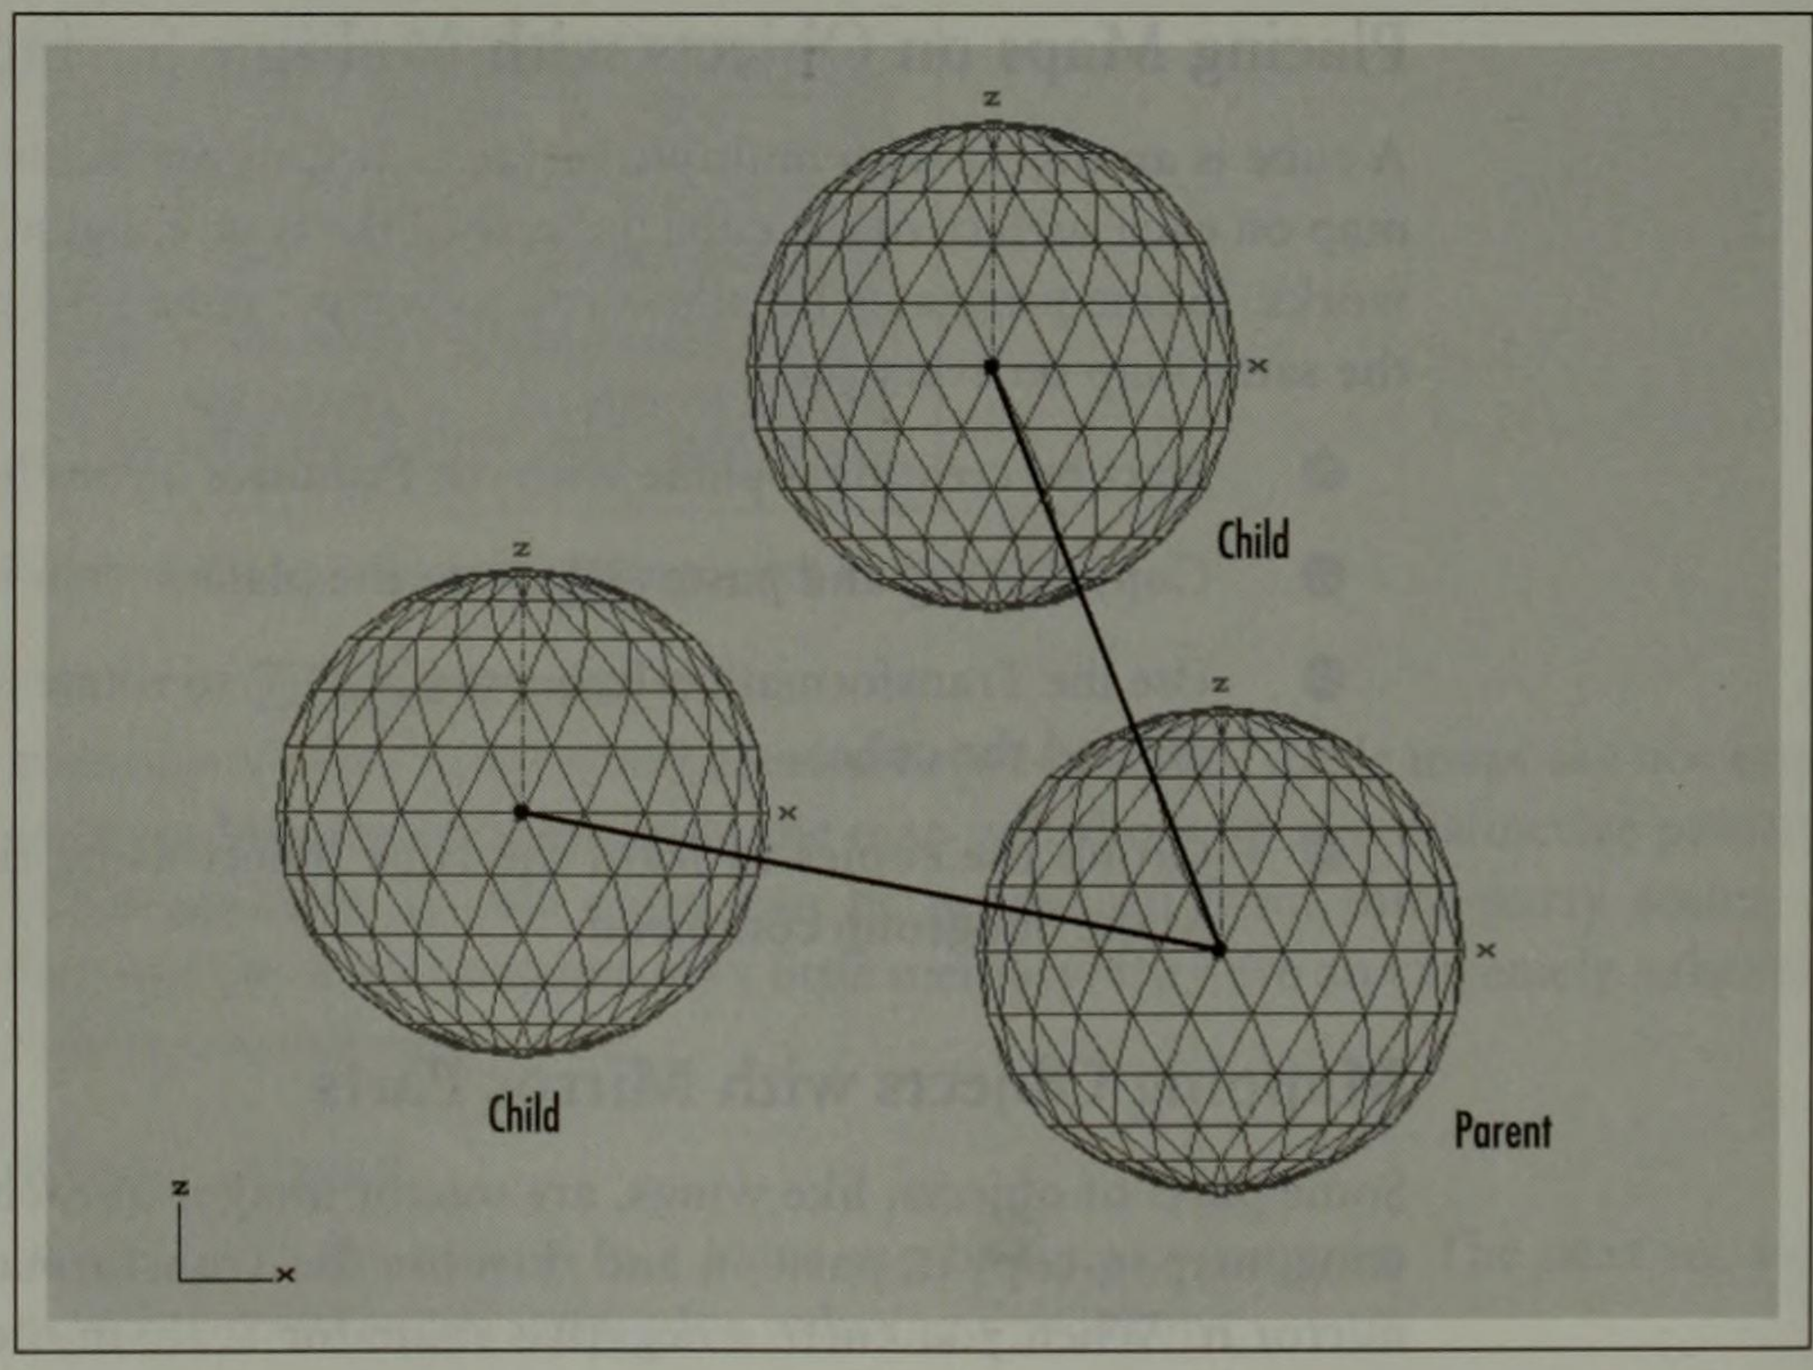

Figure 4-42
- Select Group from the Object menu in the Detail Editor. A yellow line appears connecting the child objects to the parent objects (see Figure 4-42).